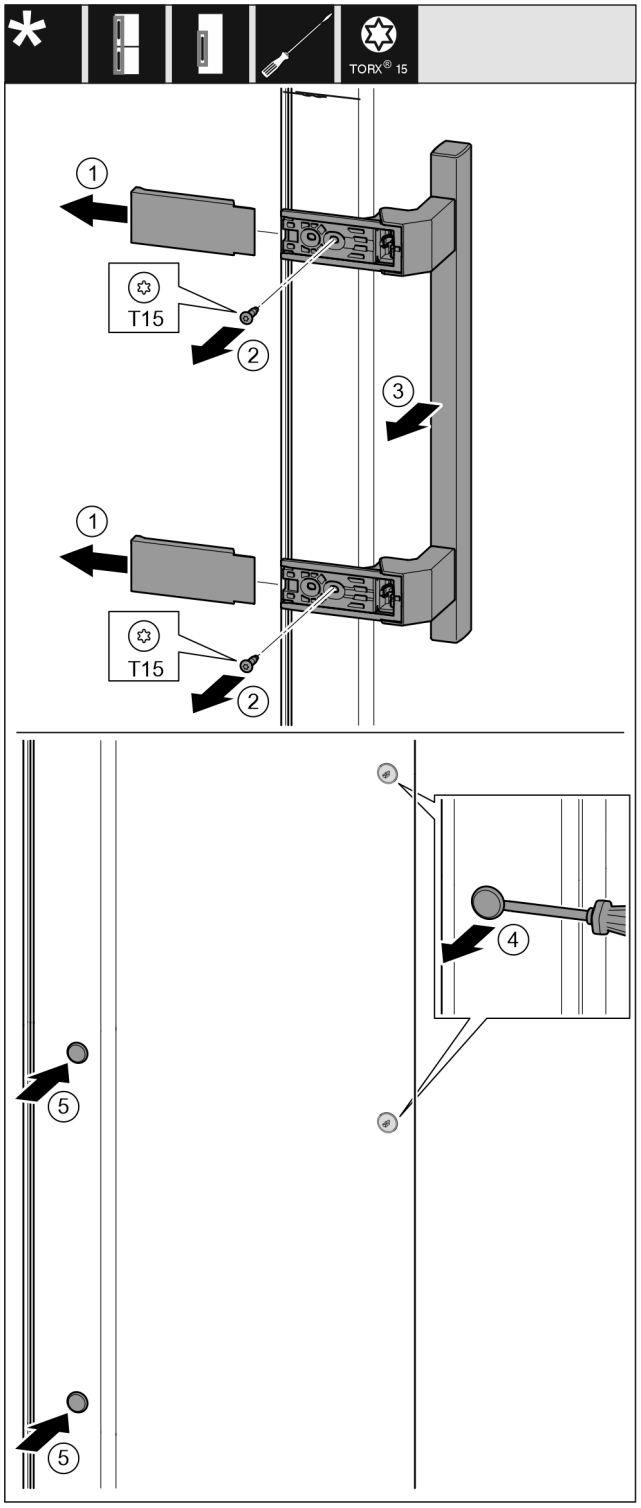

Fig. 22
- ▶ Pull off the cover. *Fig. 22 (1)*
- ▶ Remove the screws with a T15 screwdriver. *Fig. 22 (2)*
- ▶ Take off the handle. *Fig. 22 (3)*
- ▶ Carefully lift up the side plugs with a slotted screwdriver and pull them out. *Fig. 22 (4)*
- ▶ Insert the plugs again on the other side. *Fig. 22 (5)*